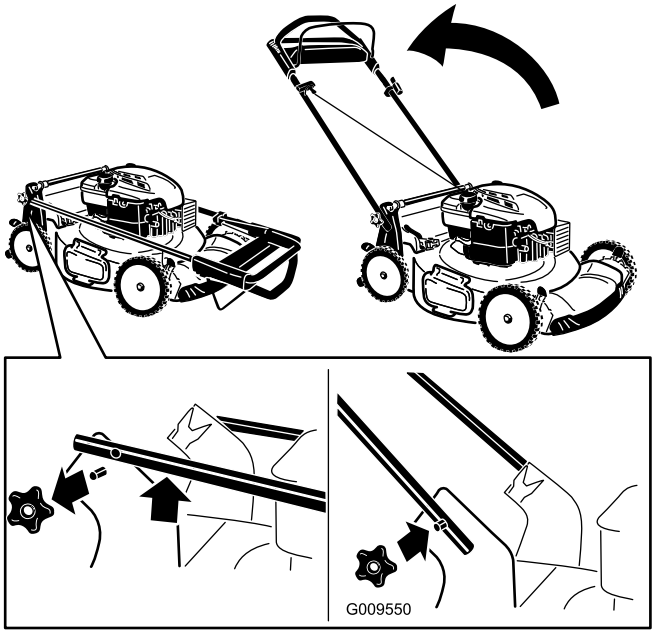

Figure 3
1. Retirez les boutons du guidon sur le carter de la tondeuse (Figure 3).